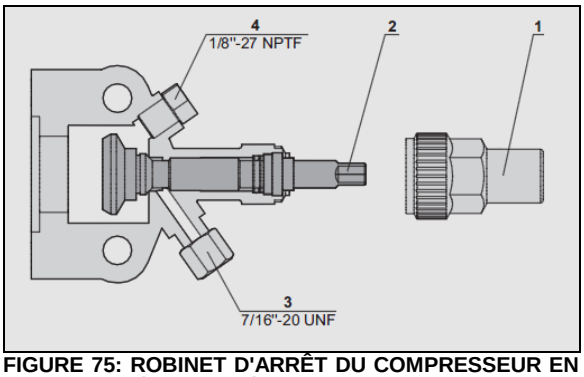

FIGURE 75: ROBINET D'ARRÊT DU COMPRESSEUR EN POSITION SIÈGE ARRIÈRE (POSITION NORMALE DE FONCTIONNEMENT)
4. Placer le robinet d'arrêt de l'aspiration du compresseur en position siège arrière (FIGURE 75).
13. Éteindre le moteur et les robinets d'arrêt de l'aspiration et de l'évacuation en siège arrière (FIGURE 75).
2. Mettre les deux robinets d'arrêt du compresseur en siège arrière (tige sortie) (FIGURE 75).
3. Installer les manomètres de climatisation sur les raccords de service des soupapes d'arrêt du compresseur (élément 4, FIGURE 75).